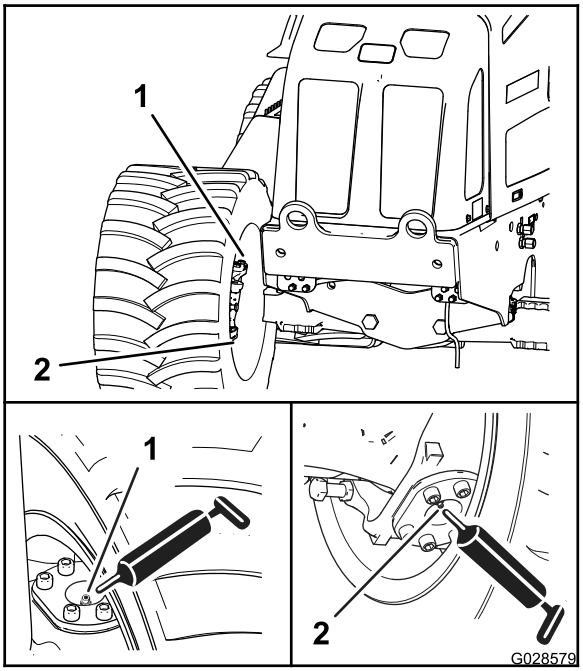
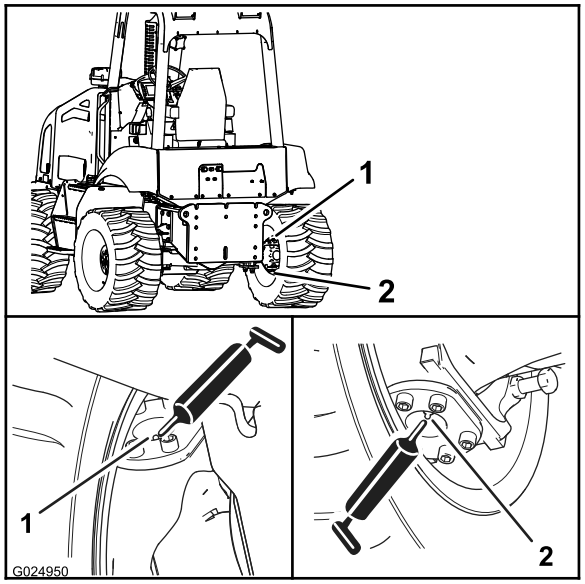

Bild 54
Bild 55
2. Setzen Sie eine Fettpresse auf jeden Schmiernippel für die oberen und unteren Drehzapfen und drücken Sie zwei bis drei Stöße des Fetts auf jeden Schmiernippel ein (Bild 54 und Bild 55).